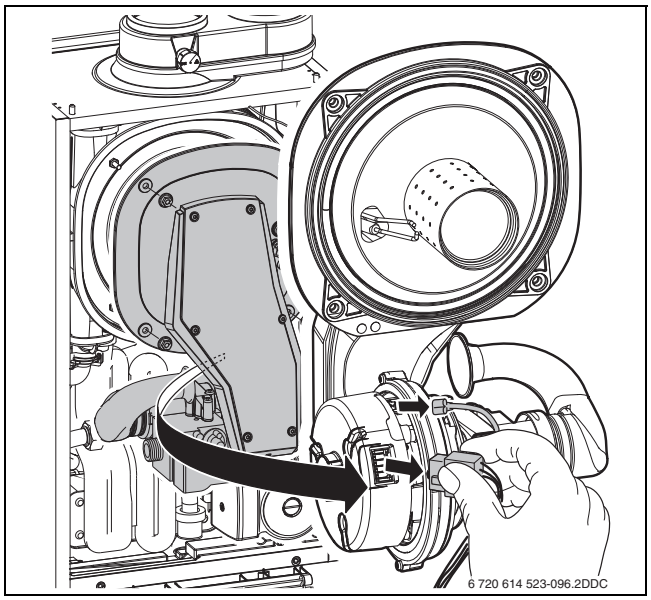

Afb. 34 Verwijderen stekkers ventilator
▶ Verwijder de voedingsstekker en de aardingsstekker van de ventilator (→ afb. 34).